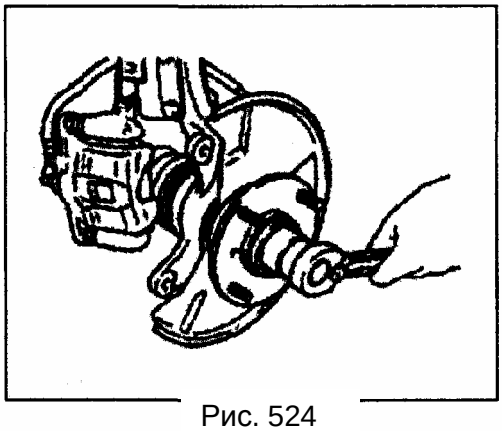

Рис. 524
3) Установите ступицу колеса на поворотный кулак, не стучите по ступице (Рис. 524).